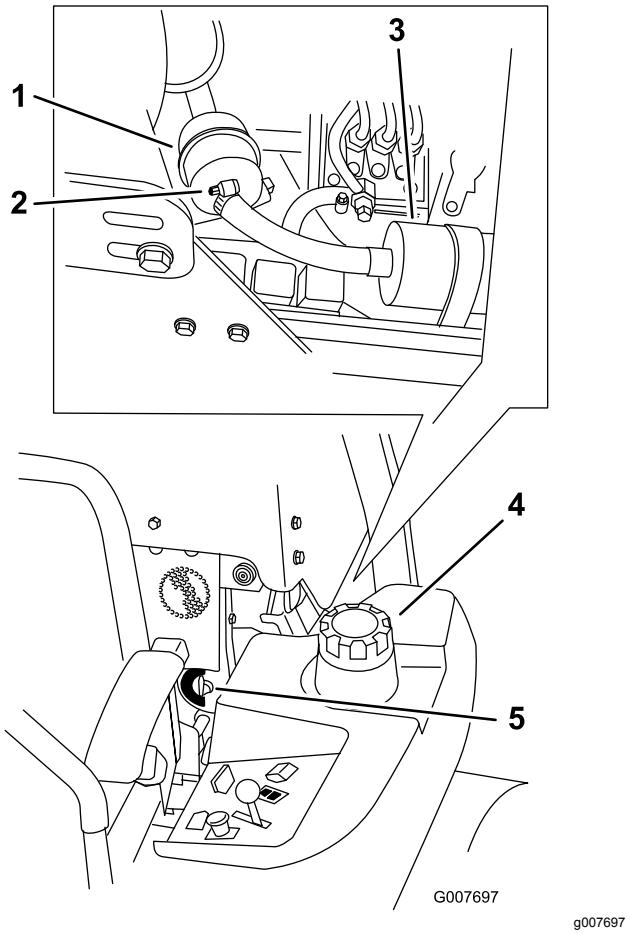

Figur 44
4. Luk brændstofafbryderventilen(Figur 44).
5. Løsn de to slangeklemmer, og kobl brændstofledningerne fra brændstoffilteret (Figur 44).
6. Sæt et nyt filter. Kobl brændstofledningerne til brændstoffilteret, og monter de to slangeklemmer (Figur 44).